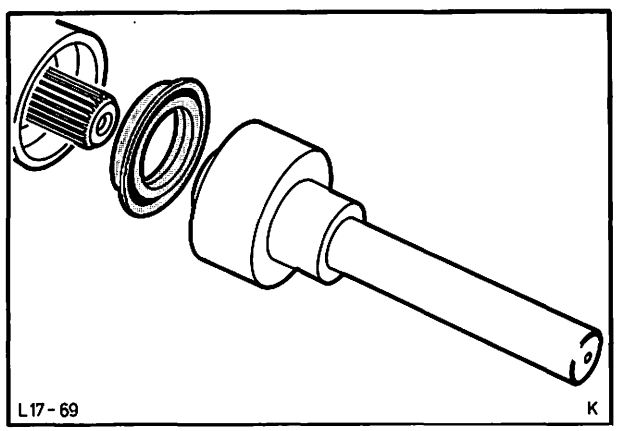

Abb. 100 Radialdichtring – Getriebeverlängerung mit Werkzeug 17-002 einpressen
55. Neuen Radialdichtring – Getriebeverlängerung mit Werkzeug 17-002 einpressen. Abb. 100.